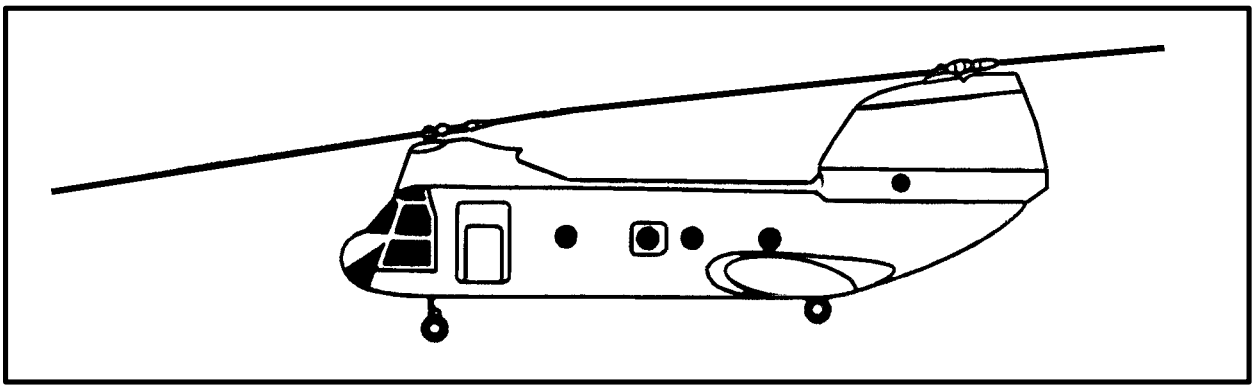
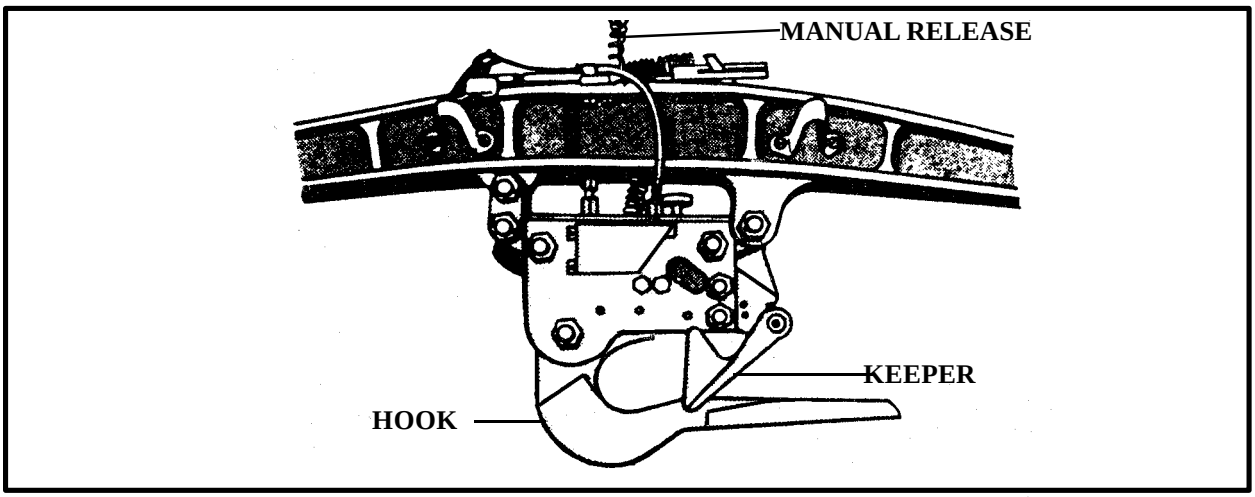

*Figure 2-10. CH-46 Sea Knight*
*Figure 2-11. CH-46 Cargo Hook System*
**d. CH-46A/D/E.** The CH-46A/D/E Sea Knight (Figure 2-10) is a twin engine, tandem rotor helicopter manufactured by the Boeing Vertol Company. The primary mission of the CH-46 is to rapidly aerial deliver combat troops, support equipment, and supplies, and perform vertical replenishment (VERTREP). The cargo hook maximum capacity is 10,000 pounds (Figure 2-11). The AC6000500 Mod-1 pendant may be used with this helicopter. The cargo hook is normally opened electrically or manually by the aircrew. The manual release cable is mounted on top of the cargo hook and is only accessible to the aircrew.